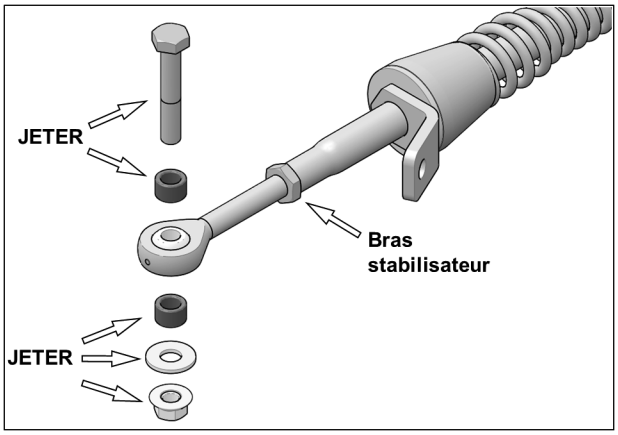

Fig. 13
4. Enlever et jeter les boulons, rondelles, espaceurs et écrous installés aux rotules des bras stabilisateurs des systèmes avant. Voir la Fig. 13